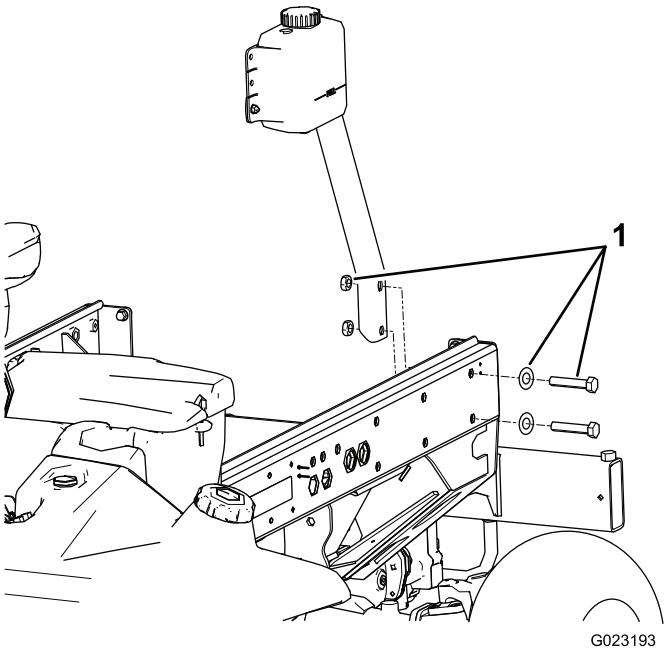

Bild 25
1. Entfernen Sie die zwei Schrauben, Scheiben und Muttern, mit denen die Trägerbefestigungshalterung an der linken Rahmenschiene befestigt ist (Bild 25).